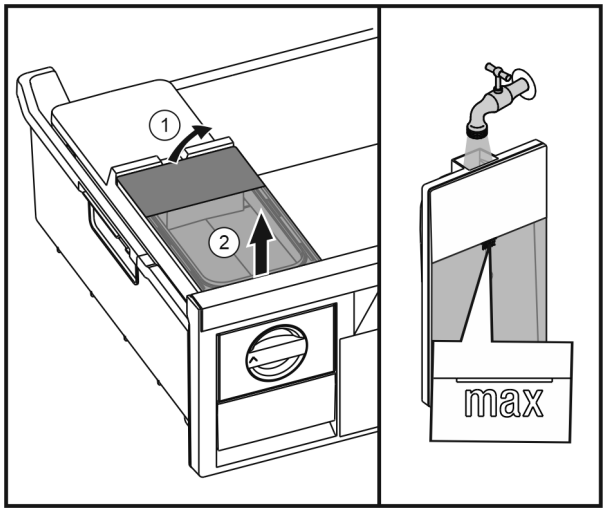

Fig. 38
- ▶ Поднять бак для воды сзади *Fig. 38 (1)*и извлечь движением верх *Fig. 38 (2)*.